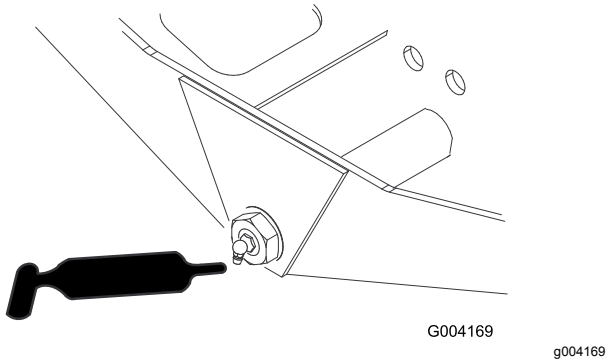

Figur 67
- Axelns styrtapp (1) (Figur 67)